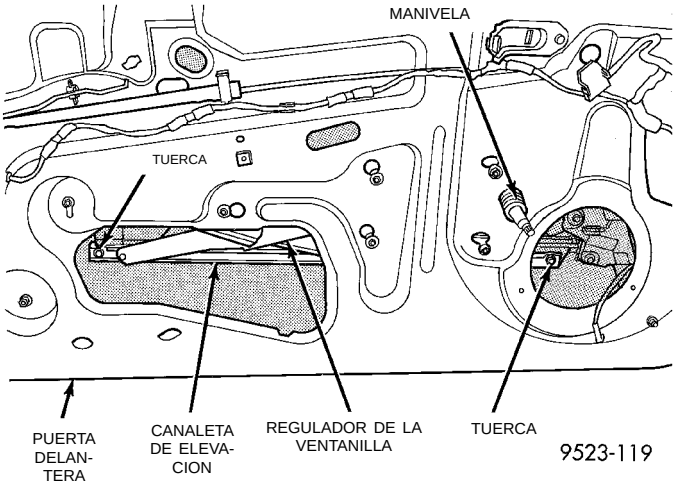

Fig. 15 Canaleta de elevación del regulador
(5) Retire los pernos que sujetan la canaleta de elevación del regulador al cristal de la puerta (Fig. 15).